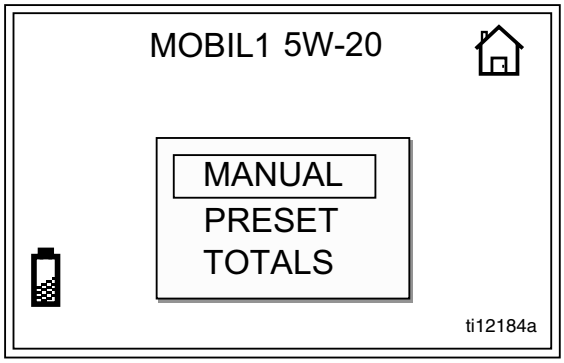

FIG. 10
Si vous êtes en Mode Fonctionnement, vous devez vous trouver sur l'Ecran d'accueil illustré en FIG. 10, afin d'accéder aux Ecrans du Mode Installation. (*Une description complète de l'Ecran d'accueil est fournie en page 18.)*
b. Appuyez sur le bouton ENTREE situé au milieu afin d'afficher l'Ecran d'accueil (FIG. 10).